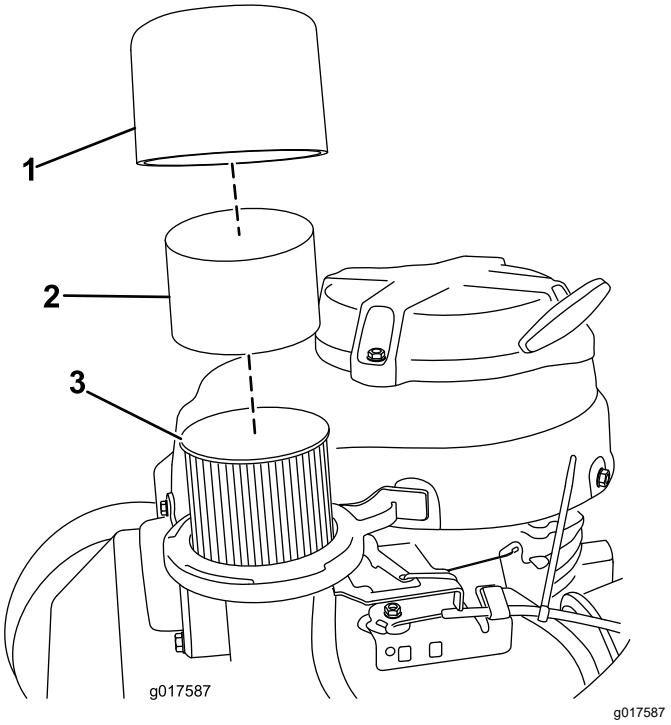

Figure 24
3. Déposez le couvercle et nettoyez-le soigneusement (Figure 24).
4. Retirez le préfiltre en mousse et lavez-le à l'eau additionnée de détergent doux; séchez-le ensuite en le pressant légèrement dans un chiffon (Figure 24).
5. Enlevez et examinez l'élément filtrant en papier (Figure 24) et mettez-le au rebut s'il est excessivement encrassé.